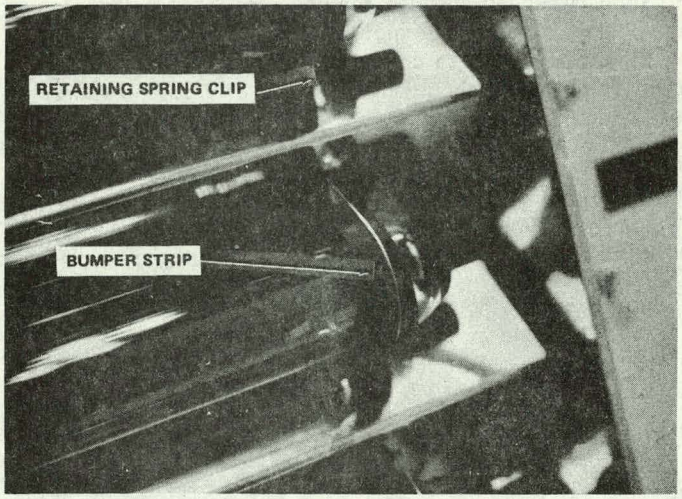

Figure 5-3. Install the Metal Spring Clip
9. Install the metal spring clip retainer over the elastomeric bumper strip on the glass tube and into the two retaining holes in the reflector, (Figure 5-3).
Remove the spring clip, (Figure 5-3), holding the shroud (vacuum tube) in place. The clip is flexed into two holes provided in the collector vee-trough reflector. Deflect the tube to be replaced upward no more than 1 to 2 inches from the edge of the collector and away from the vee-trough, (Figure 5-1). The tube will now slide off the collector fin-tube in the direction away from the header assembly. The boot on the tub tube at the header end of the collector should be removed with the tube being replaced as the new tube will contain a new boot. If the old tube is broken, be sure to clean the reflector completely and wipe down the fin assembly. After wiping down the fin-tube to eliminate all grit, the new tube is simply slid over the fin-tube, seating the boot into the bulkhead hole. Re-install the spring clip.